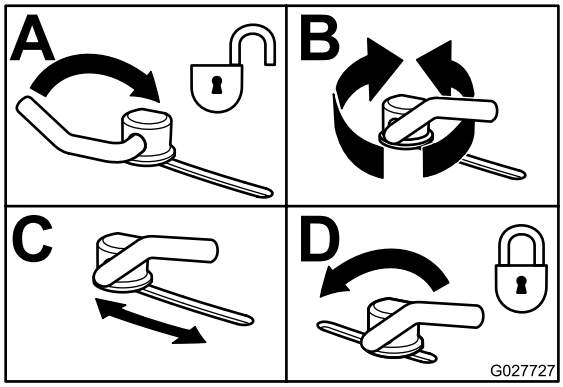

Figur 31
3. Justera kamlåsen genom att svänga upp spaken för att lossa kamlåset (Figur 31).
5. Sväng tillbaka spaken för att dra åt skärmen och kamlåsen (Figur 31).